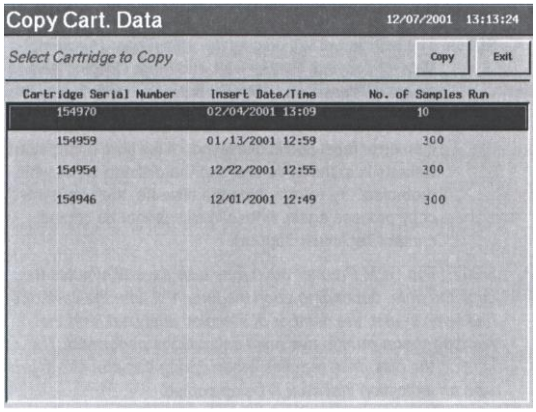

Рис. 5.7
1. Выберите *Copy Cart. Data* (копирование данных картриджа) из меню *Diagnostics*. На экране появится окно *Copy Cart. Data* (рис. 5.7). Каждая строка содержит: серийный номер картриджа, дату и время инсталляции, количество проб,